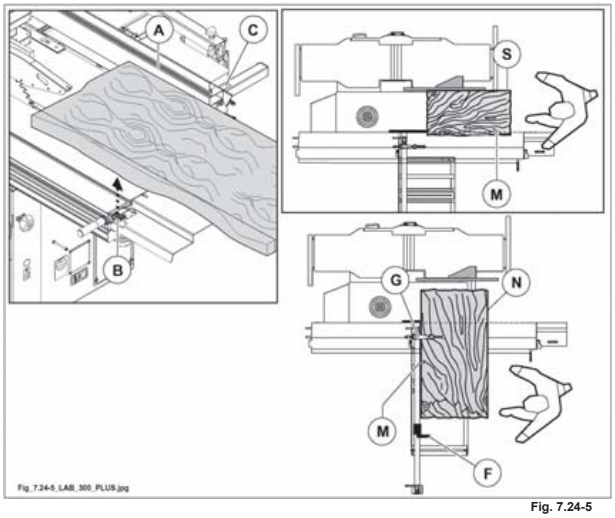

Fig. 7.24-5
Nell'esecuzione di tagli paralleli usare la guida (A fig. 7.24-5). Per il suo posizionamento e regolazioni seguire le istruzioni riportate nel Par. 7.14.2.
Posizionare il carro vagone come in (fig. 7.24-5) e bloccarlo tramite il pomello (B fig. 7.24-5).
Nel posizionamento del pezzo contro la guida (A fig. 7.24-5) l'operatore fa riferimento alla scala millimetrata (C fig. 7.24-5).
- Eseguire il taglio di rifilo (S fig. 7.24-5) come descritto precedentemente (primo taglio).
- Appoggiare la parte lavorata (S fig. 7.24-5) contro la riga in alluminio per tagli paralleli (posizionata alla misura voluta) ed effettuare il taglio parallelo (M fig. 7.24-5).
- Ruotare il pannello di 90° appoggiando la parte rifilata (M fig. 7.24-5) contro la riga come in fig. 7.24-5.
- Bloccare il pannello con il pressatore (G fig. 7.24-5) ed eseguire il terzo taglio (N fig. 7.24-5).
- Ruotare il pannello di 180° portando il lato (N fig. 7.24-5) contro la battuta (F fig. 7.24-5) già posizionata alla misura desiderata.
- Dopo avere bloccato il pannello con il pressatore (G fig. 7.24-5) eseguire l'ultimo taglio.